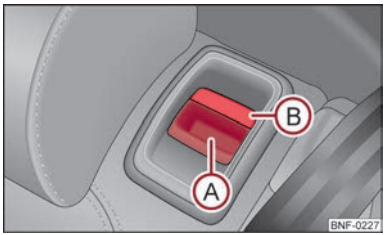

Fig. 36 Unlock the seat backrest
– Unlock the seat backrest by pressing the unlocking handle Ⓐ ⇒ Fig. 36 and fold it completely forwards.
– Make sure that the red marker Ⓑ ⇒ Fig. 36 is hidden.